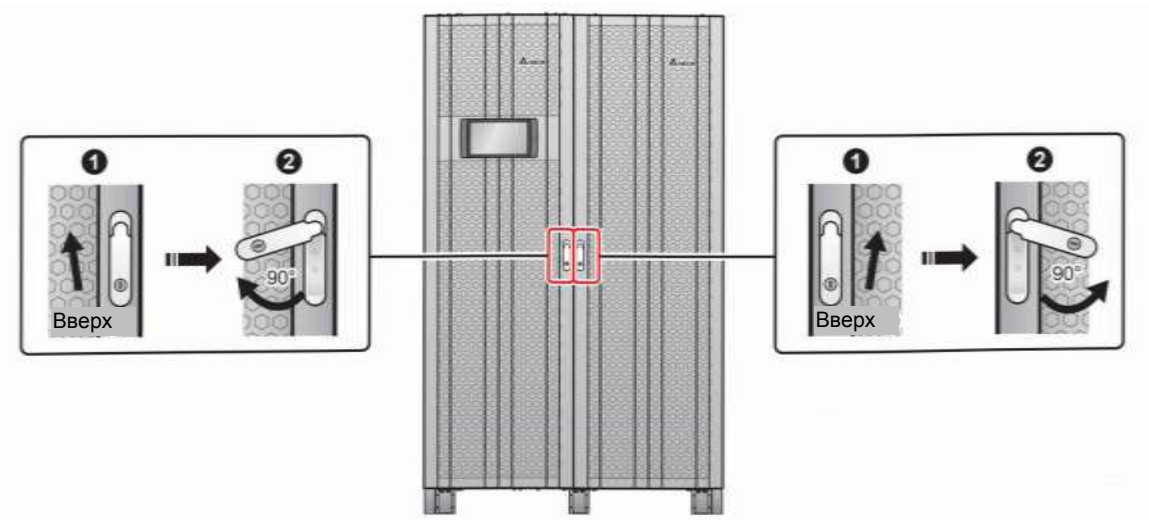

Рисунок 2-3: Как открывать передние дверцы ИБП
4. См. ***Рисунок 2-3***, как открывать передние дверцы ИБП.